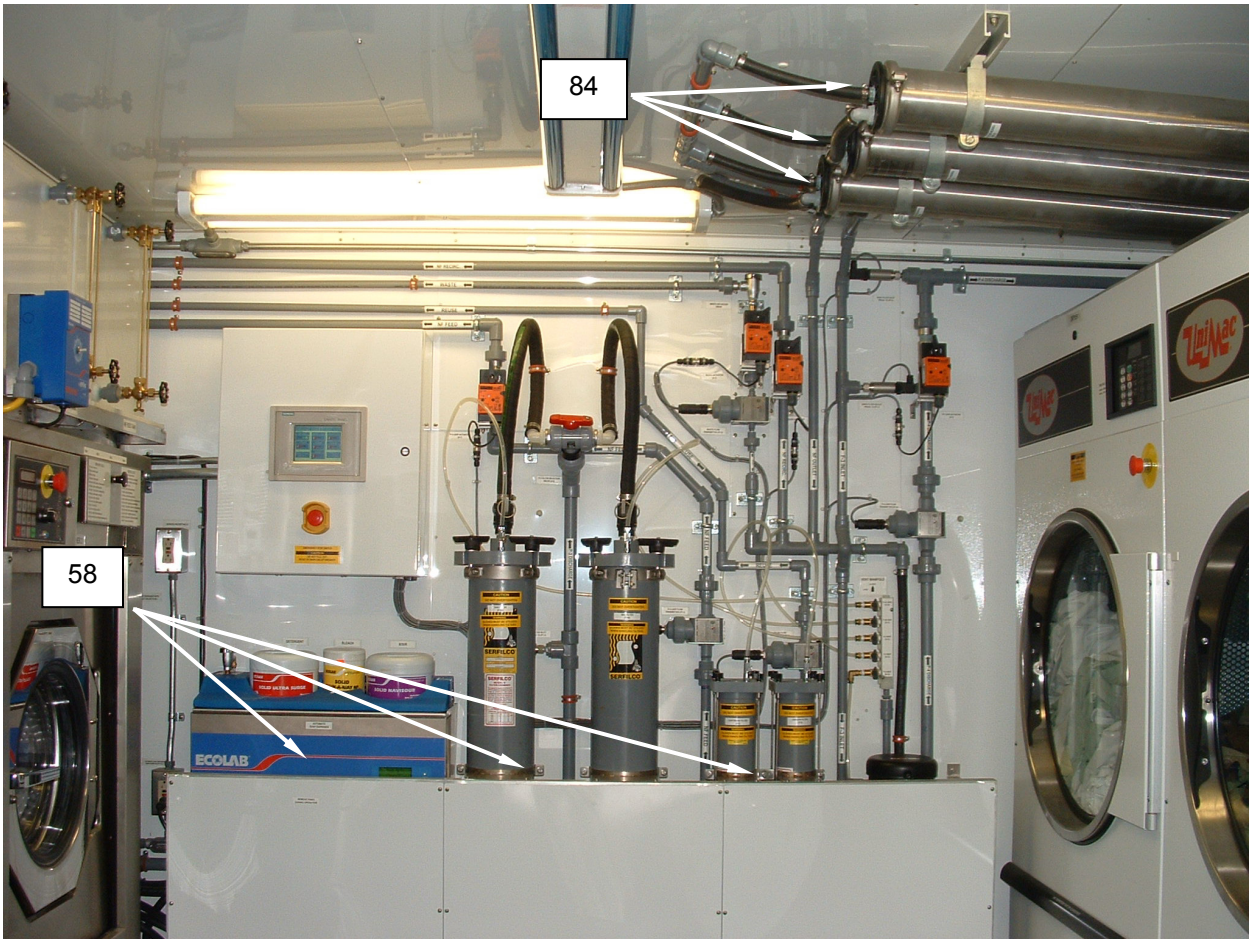

Figure 26. Prepare Filtration System for Use.
6. Install filter cover **(Figure 25, item 78)**, and fasten access cover in place with the two back (3,2) thumbscrews **(Figure 26, item 83)**. Tighten until resistance is met. Tighten the two front (1,4) thumbscrews **(Figure 26, item 83)** until resistance is met (balancing the tightening sequence). Go back and securely tighten the thumbscrews **(Figure 26, item 83)**.
7. Ensure the nanofilters **(Figure 26, Item 84)** have been installed IAW procedures given in TM 10-3510-226-23, “Unit Service Upon Receipt”.
8. If desired, the three protective panels **(Figure 26, Item 58)** may be installed at this time. Secure panels with the captive screws and tighten.